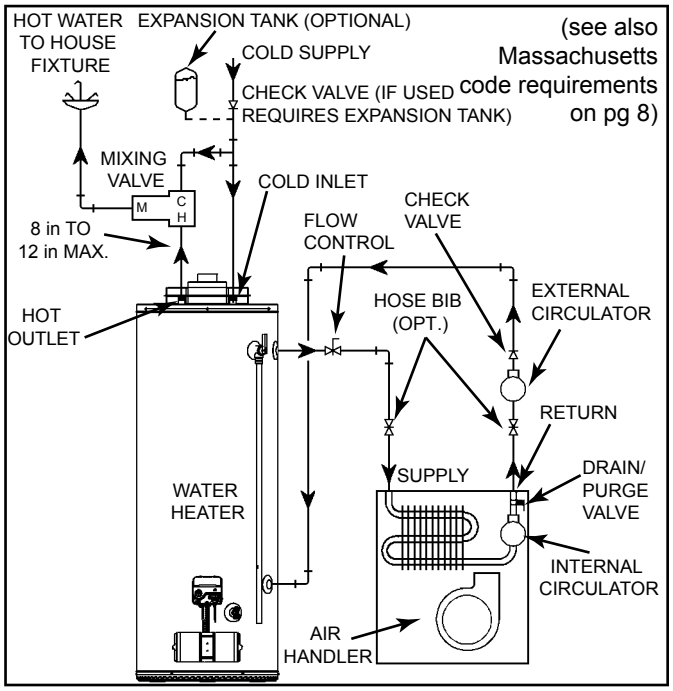
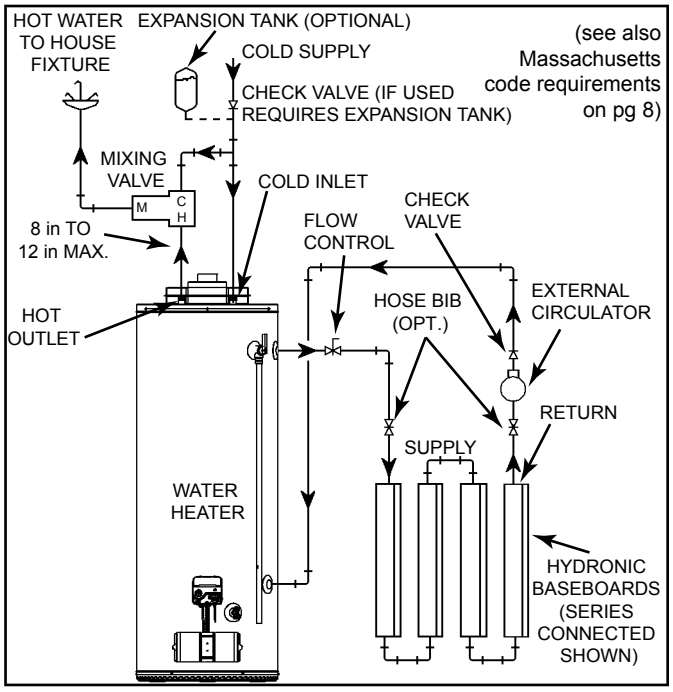

Figure 11
Figure 12
8. "Combo" Heating Systems require higher water temperatures than other applications. When the system is used to supply water for Combo Heating applications, a means, such as mixing valve, must be installed to temper the water in order to reduce scald hazard potential (see Figure 11 & Figure 12).
A. A fan coil/air handler (Figure 11).
B. A hydronic baseboard (finned tube) loop/In floor heating (Figure 12).